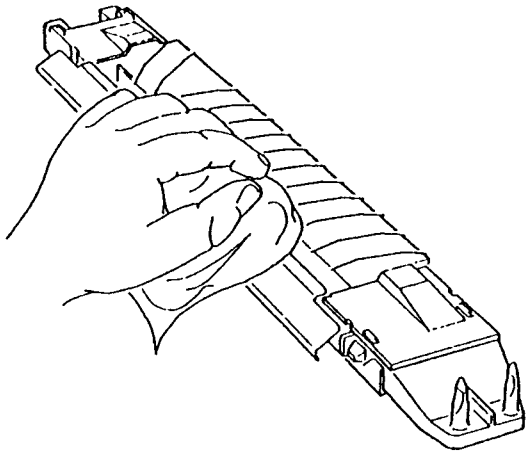

Рис. 9. Очистка направляющей «гало»
24. Осторожно очистите направляющую «гало» либо мягкой кисточкой, либо тряпочкой для протирки (Рис. 9).